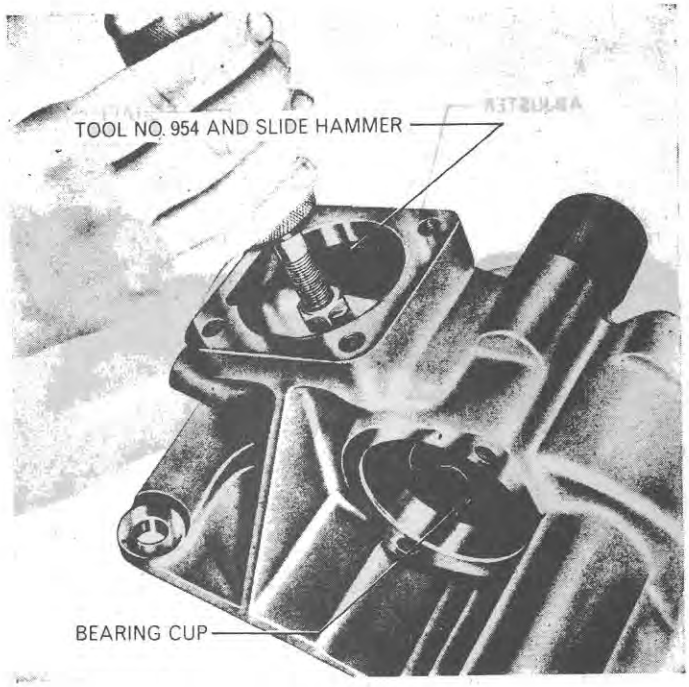

Figure 4
6. Examine steering shaft bearing cups for excessive wear or scoring and if necessary to replace extract the lower cup with 954 and slide hammer (it will be necessary to assemble the tool inside the housing as the shaft aperture is not of sufficient size for the puller to pass through), Figure 4.